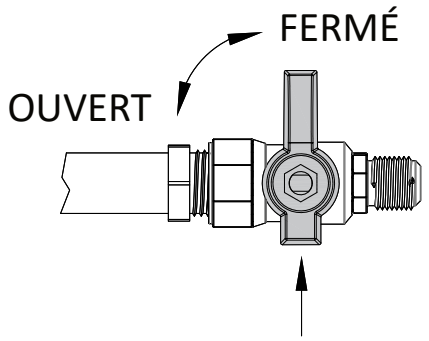

Figure 4.9 - Fermeture du robinet d'arrêt de gaz
1. En premier, repérez le robinet manuel d'arrêt de gaz principal (situé en amont du raccord d'alimentation de l'appareil) et fermez le robinet manuel d'arrêt de gaz (Figure 4.9). Ensuite, coupez l'alimentation électrique au foyer.